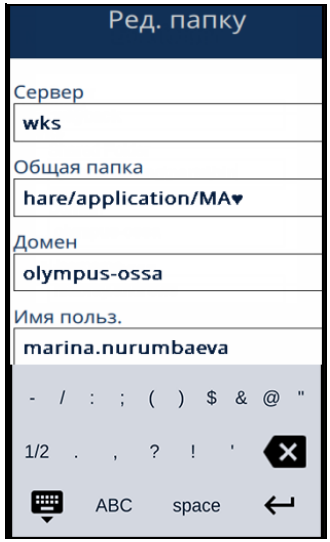

Рис. 4-6 Редактирование папки
2. Заполните поля в диалоговом окне **Доб. папку** (см. Рис. 4-6 на стр. 116).
4. Отредактируйте информацию в соответствующем поле (см. Рис. 4-6 на стр. 116).